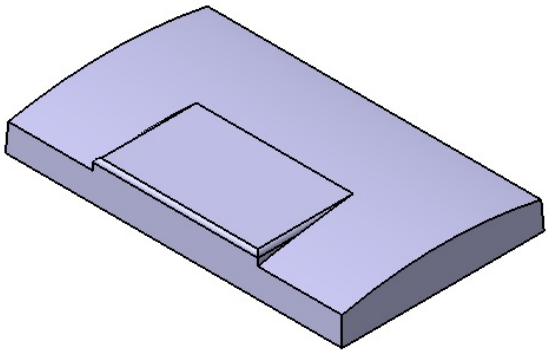

Figure 6-111 *The model after filleting the first set of edges*
3. Choose the **OK** button from the **Edge Fillet Definition** dialog box. The model after filleting the first set of edges is shown in Figure 6-111.